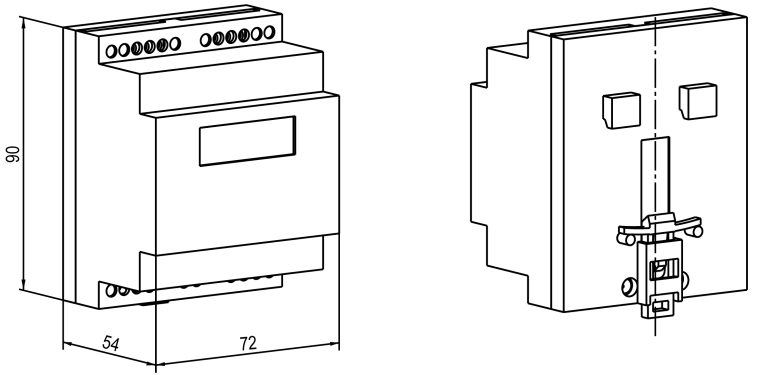

Рисунок 4.14 – Габаритные размеры корпуса Д
1. Подготовить место на DIN-рейке для установки прибора (см. *рисунок 4.14*).